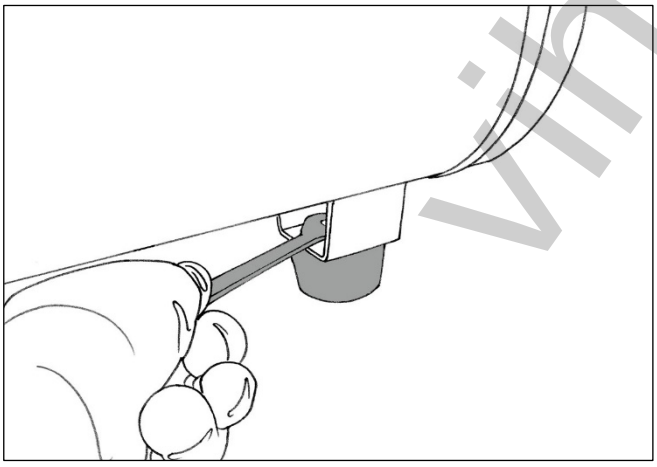
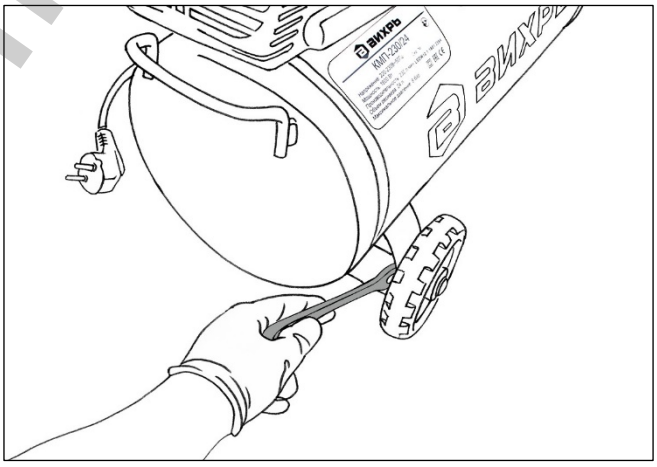

Рис. 2. Установка подножки
Рис. 3. Установка колес
- Установите колеса и резиновую подножку при помощи болтов из комплекта, как показано на рис.2 и рис.3, если они не были установлены.